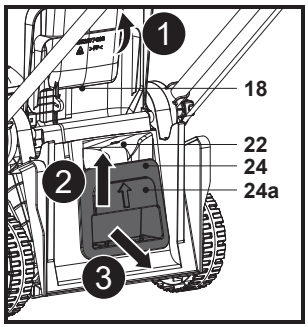

Fig. 13
2. Ridică mânerul încastrat (24a) și trage accesoriul de mărunțire (24) până îl scoți complet afară din jgheabul de evacuare spate (22) (fig. 13).